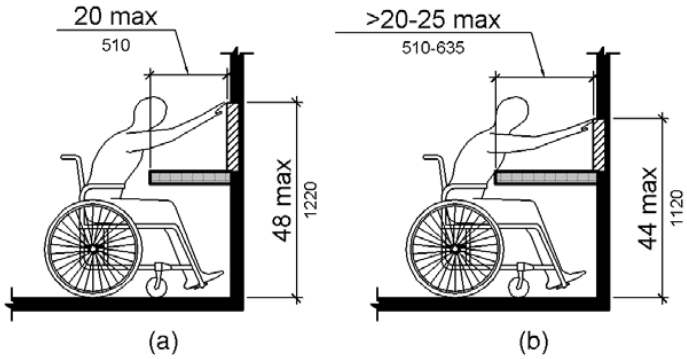

Figure 2-6 Obstructed Reach Range
Reach range standards, as described below and shown in Figures 2.6, 2.7, and 2.8, were used to determine if an amenity can be accessed by a person in a wheelchair. Reach range requirements shall comply with §308 of the 2010 ADA Standards for Accessible Design.
- The obstructed reach range is 48” maximum above the floor if the horizontal obstruction depth is 20” maximum, and 44” maximum if the horizontal depth is between 20"–25”, as shown in Figure 2.6.